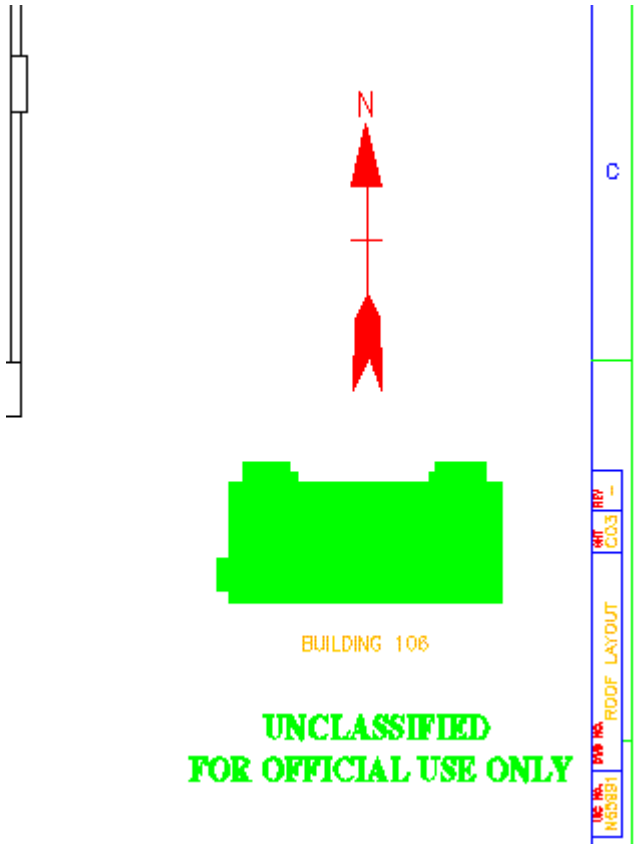

Figure 3-1 – Title Block with Key Plan
a. The Key Plan is a rudimentary building outline showing the spatial relationship of a particular room, floor space, or “Area of Work” or “Interest” with the rest of the building. These are placed in the designated Key Plan section above the title block and below the “Annotation Section” of the revision column. Figure 3-1 illustrates a typical Key Plan.